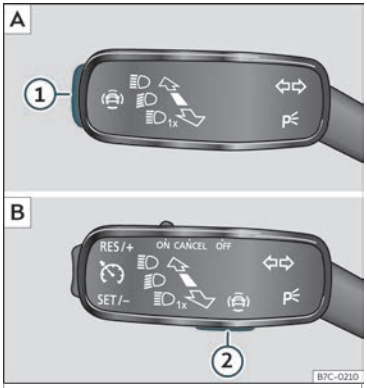

Fig. 63 Na panca de intermitentes e de luz de estrada:tecla para os sistemas de asistencia ao condutor (dependendo das versións).
- Prema brevemente a tecla ››› **fig. 63** ① ou ② para abrir o menú **Asistentes**.